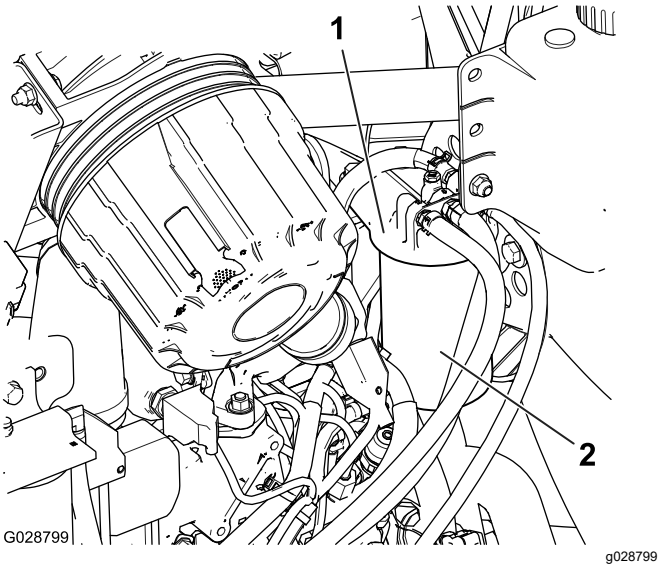

Figur 89
1. Rengør området omkring brændstoffilterhovedet (Figur 89).
2. Afmonter filteret, og rengør filterhovedets monteringsflade (Figur 89).